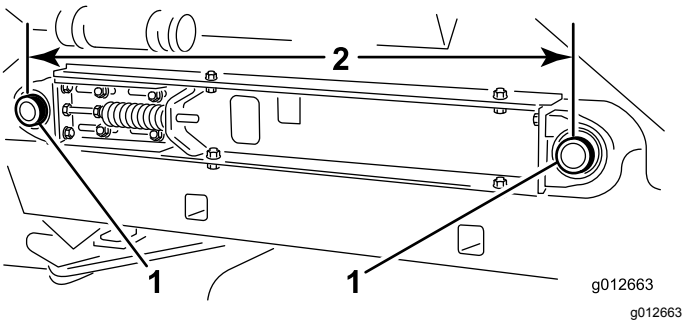

Figur 21
7. Mål avstanden mellom midtre punktene på båndvalseakslene på hver side av maskinen for å sikre at målingene er like (Figur 21).